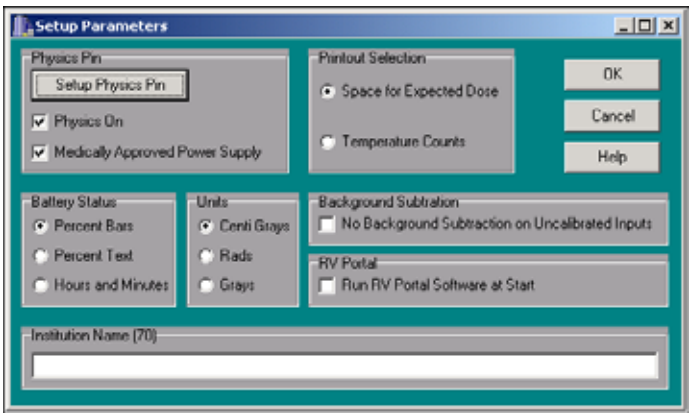

Figure 4-18. Setup parameters dialog box
1. Select Parameter Setup from the Setup menu. This opens the Setup Parameters dialog box (Figure 4-18).
2. Enter your PIN and click OK. This opens the Setup Parameters dialog box (Figure 4-18).